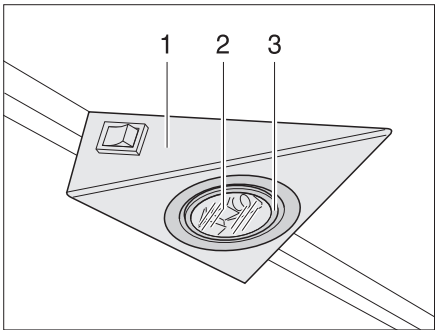
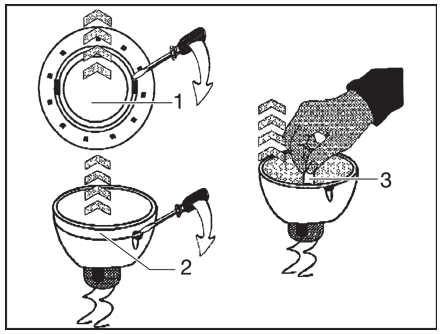

Fig. 158 Recessed halogen light
Fig. 159 Changing the halogen bulb
The recessed halogen light is installed flush in a housing (Fig. 158,1).
- Use a suitable tool (e.g. screwdriver) to remove the inner cover ring (Fig. 158,3 or Fig. 159,1) from the housing.
- Remove the cover ring with the glass (Fig. 158,2).
- Remove the halogen bulb (Fig. 159,2).